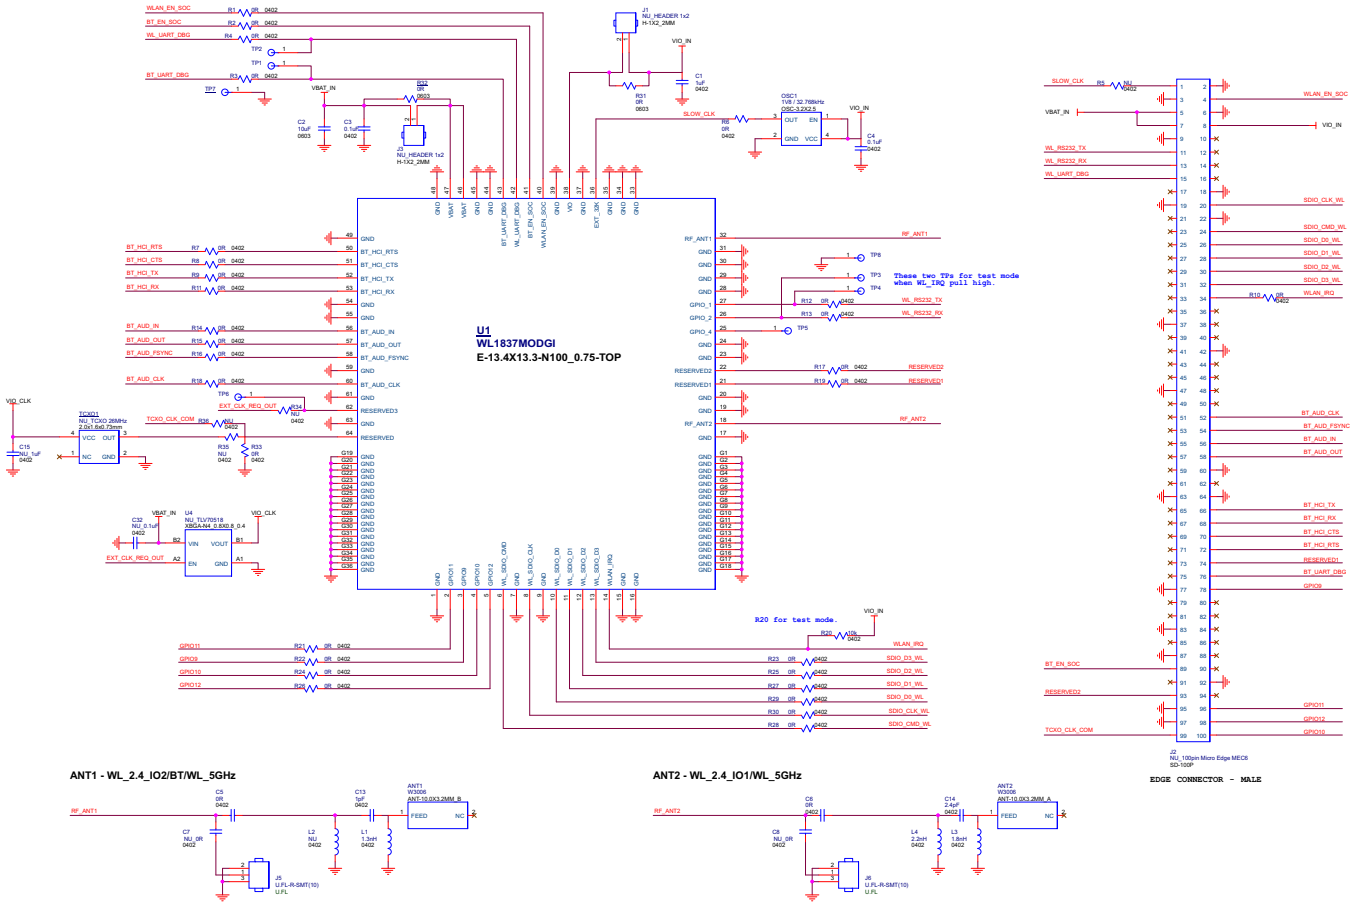

Figure 6. EVB Reference Schematics
Figure 6 shows the reference schematics for the EVB.
- Changed EVB reference schematics in Figure 6 11